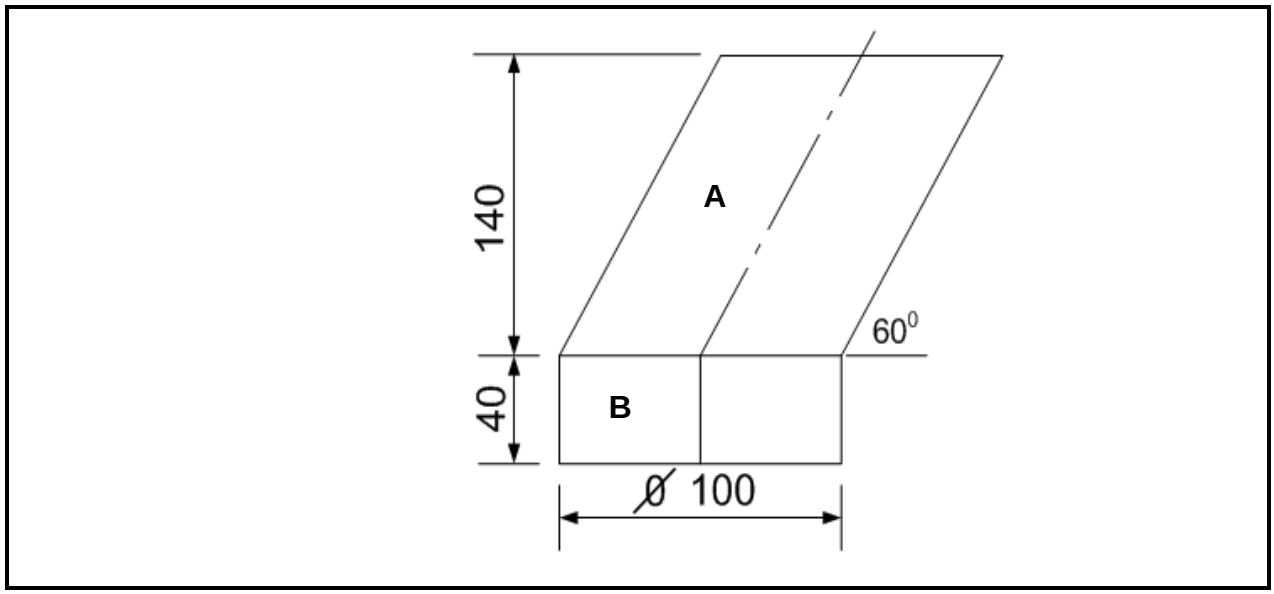

FIGURE 1
FIGURE 1 shows the connection between a right pipe (B) and an oblique pipe (A).